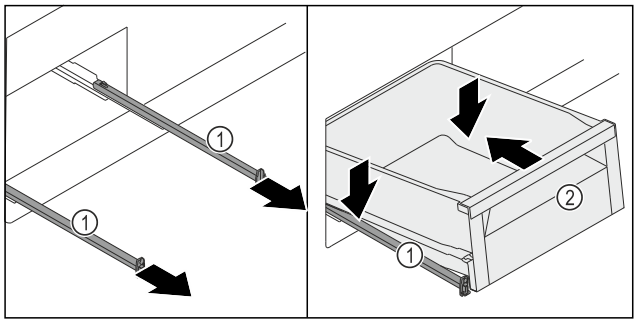

Fig. 135
▶ Extrageți șinele *Fig. 135 (1)*.
▶ Țineți ferm șinele *Fig. 135 (1)* și așezați oblic de sus sertarul *Fig. 135 (2)* pe șine *Fig. 135 (1)*.
▶ Împingeți sertarul *Fig. 135 (2)* pe șine *Fig. 135 (1)* până la opritor spre partea posterioară.